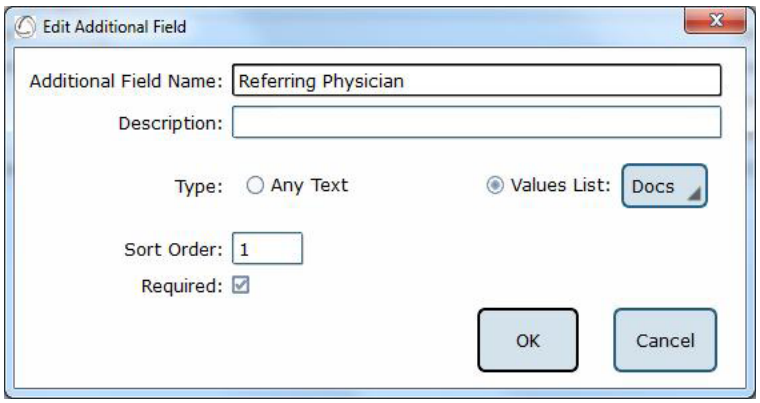

Abbildung 9: Menü mit den Optionen zur Bearbeitung des Feldes
**Feld bearbeiten**: Durch die Auswahl eines aktuellen Felds in der Systemliste (oben im Kästchen) wird die Schaltfläche „Edit Field" („Feld bearbeiten") aktiviert. Dies erlaubt es dem Bediener, die Art von Text festzulegen, der in dem Kästchen erscheint (entweder vom Bediener eingegebener Text oder Text aus einer benutzergenerierten Liste), festzulegen, wo in der Liste das Feld erscheinen wird, und überprüfen, ob es sich um ein Pflichtfeld handelt oder nicht. Abbildung 9 zeigt das Menü mit den Optionen für die Bearbeitung von Feldern.